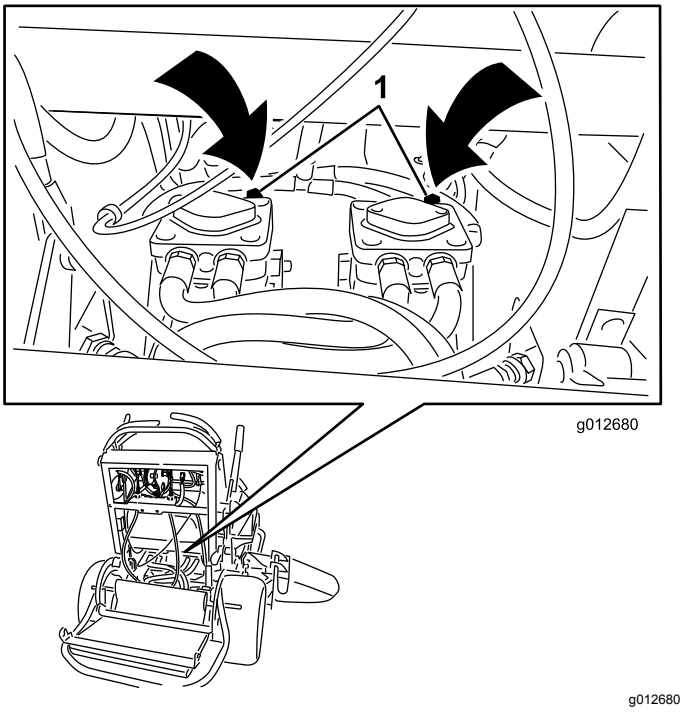

Figur 27
3. Öppna överströmningsventilerna på båda pumparna genom att vrida dem 1–2 varv motsols (Figur 27)